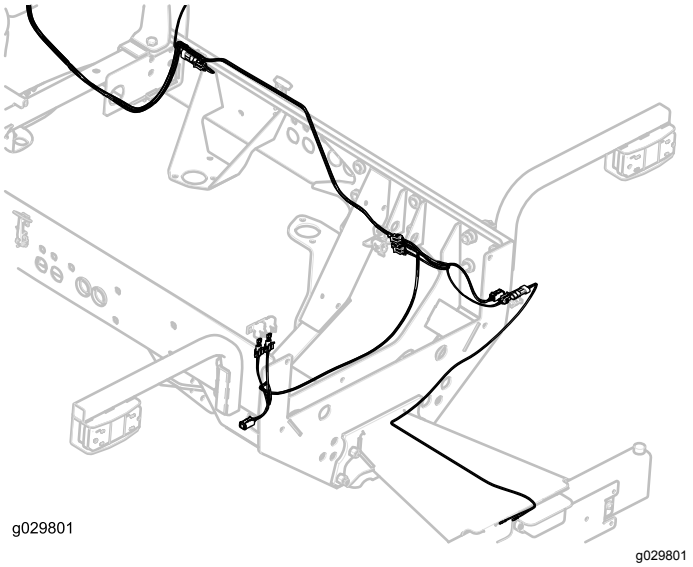

Figur 31
22. Dra kablaget till registreringsskyltens lampa och anslut kablagekontakten till lamputtaget (Figur 31).